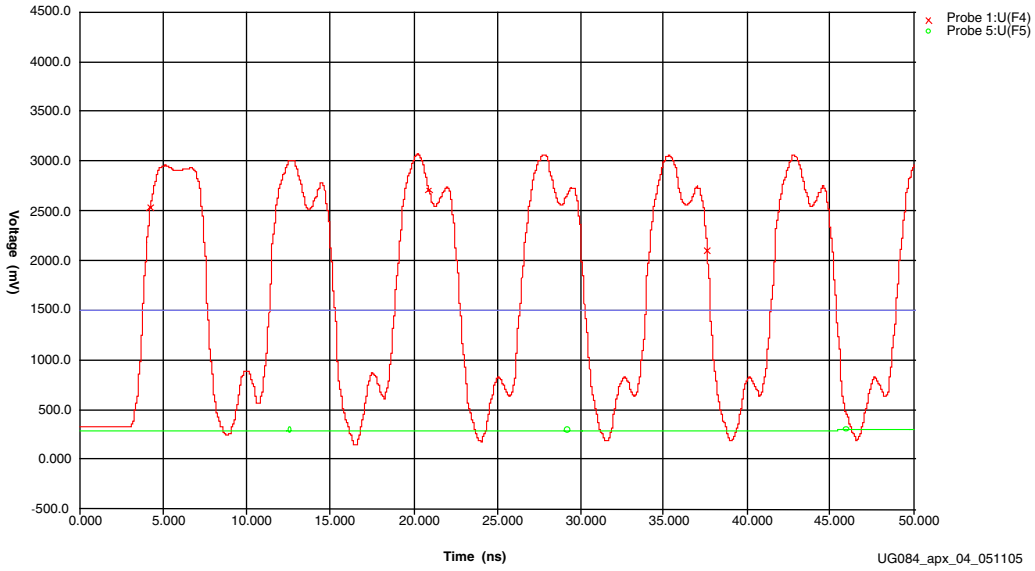

Figure A-4: **Top Jumper is a Transmission Line (Hard Routed through the Net)**
- Figure A-4, Top Jumper is a Transmission Line (Hard Routed through the Net)
In Figure A-4, the waveform shows destination pin U10.C13.